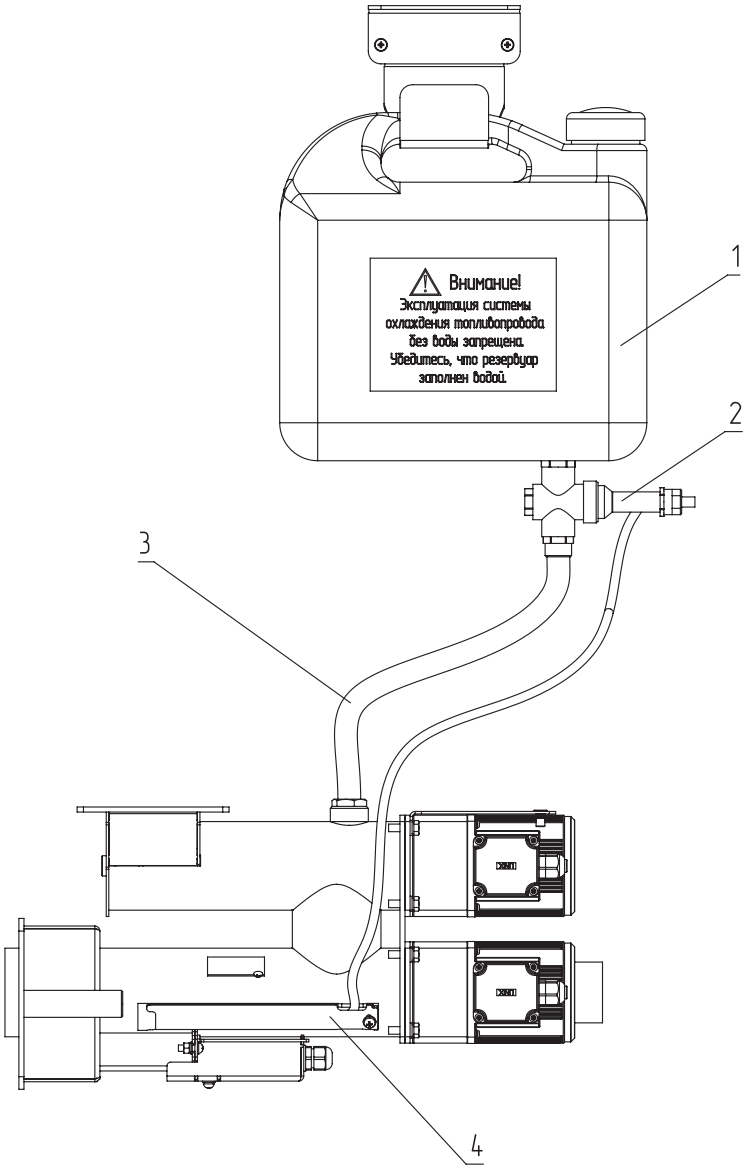

Рис. 3 Система охлаждения топливопровода
- Для обеспечения полной пожарной безопасности для работы на пеллетах обязательно устанавливать систему охлаждения топливопровода (доступно в качестве опции, см. **Рис. 3**). Система охлаждения топливопровода, наполненная водой, является основным элементом защиты котла от протлевания топлива в бункер. Следите и поддерживайте полный уровень жидкости в ее емкости;
Внимание! Термобаллон клапана (**Рис. 3**, **поз. 4**) должен быть зафиксирован в гильзе винтом.